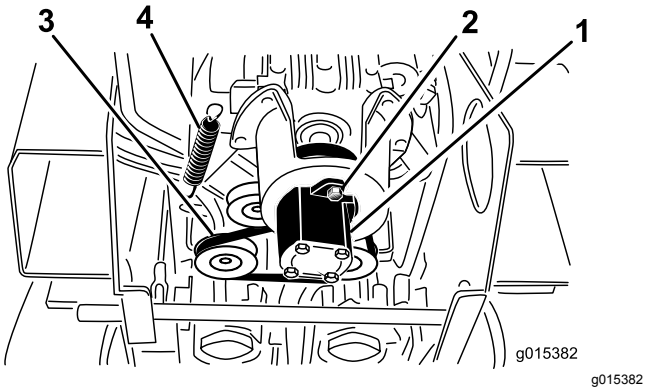

Figur 50
5. Lossa de 2 pumpskruvarna (Figur 50).
6. Vrid pumpen moturs och låt den falla bort från skivan (Figur 50).
7. Använd en fjäderdragare (kontakta en auktoriserad återförsäljare) eller styv metallkrok och dra av mellanremsskivans fjäderände från fjäderskruven så att remmen inte är spänd (Figur 50).